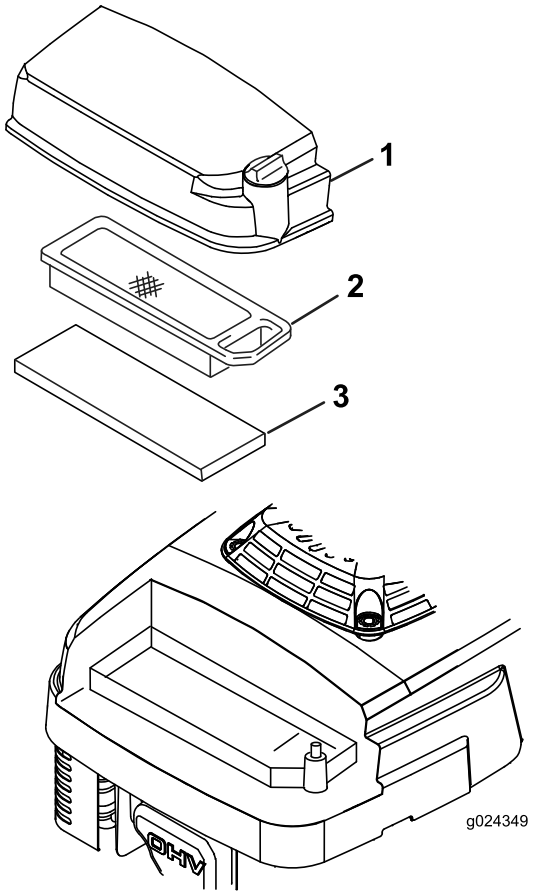

Figur 20
3. Lossa skruven på luftrenarkåpan (Figur 20).
5. Ta bort och kontrollera pappersluftfiltret (Figur 20). Byt ut det om det är väldigt smutsigt.
6. Ta bort skumförrenaren (Figur 20), rengör den med vatten och ett milt rengöringsmedel och torka den sedan torr genom att ”dutta”.